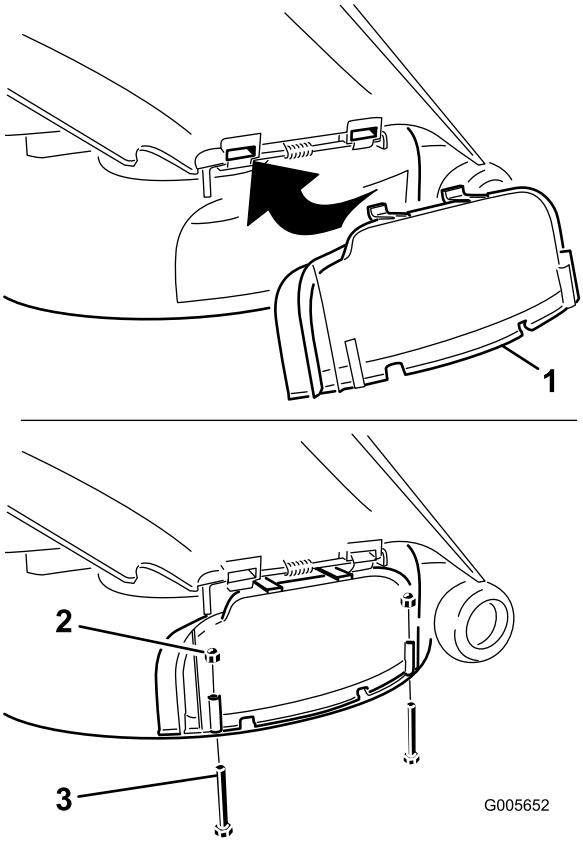

Figure 27
4. Lift the grass deflector and slide the tabs on top of the discharge cover under the grass deflector retaining rod. Rotate the discharge cover down over the opening, and onto the lower lip of the mower (Figure 27).
5. Secure the discharge cover to the lower lip of the mower with two bolts (1/4 x 2-1/2 inches) and two cap nuts (1/4 inch) as shown in Figure 27.